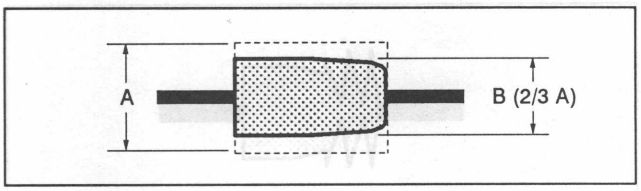

Fig. 7-76.
4) Set the SEL switch of the track shift & monitor jig to ON, then turn the track shift knob until the RF waveform amplitude becomes 2/3. (See Fig. 7-76.)